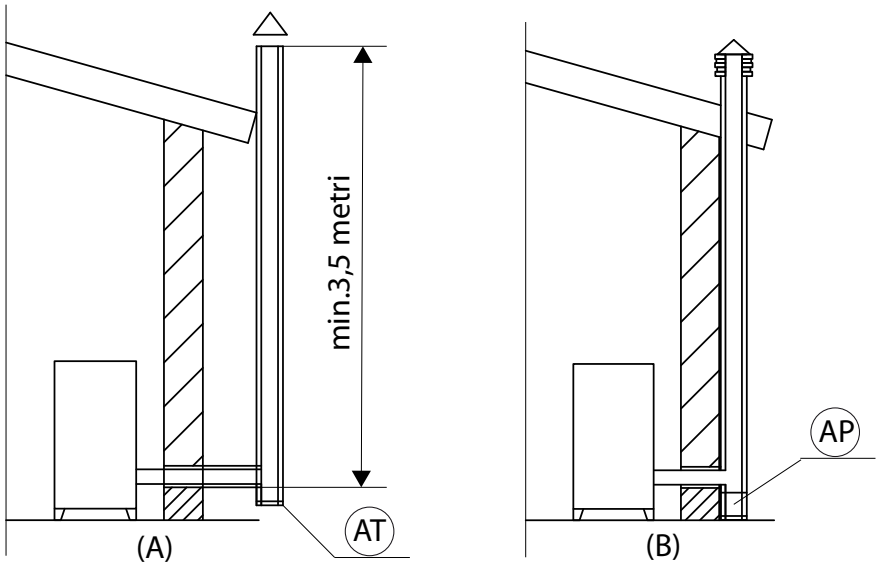

ABBILDUNG 1 - SCHORNSTEIN
Ein einfacher Schacht aus Zement muss entsprechend verrohrt werden. In beiden Fällen muss ein Inspektionsverschluss (AT) und/oder eine Inspektionsklappe (AP) vorgesehen werden - ABB.1.